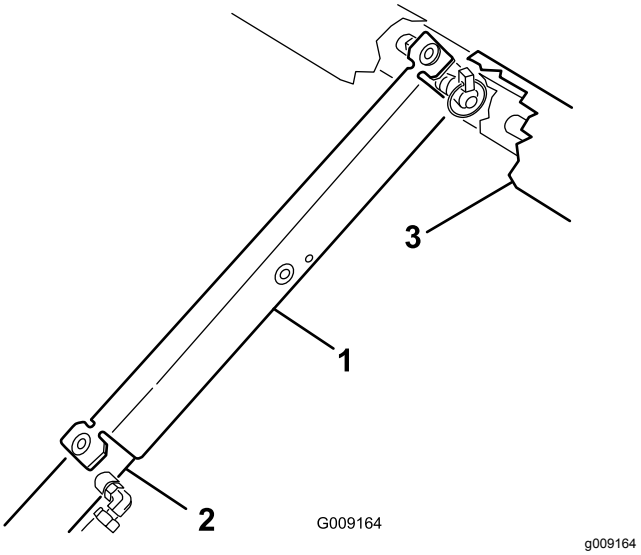

Rysunek 33
3. Wciśnij podporę platformy na tłoczysko siłownika, upewniając się, że występy końcowe podpory są oparte na końcu głowicy siłownika i na końcu tłoczyska siłownika (Rysunek 33).